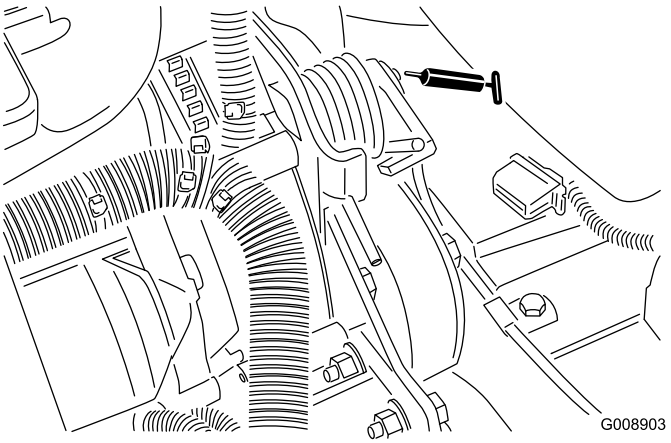

Rysunek 59
- Oś napinacza paska (Rysunek 59)